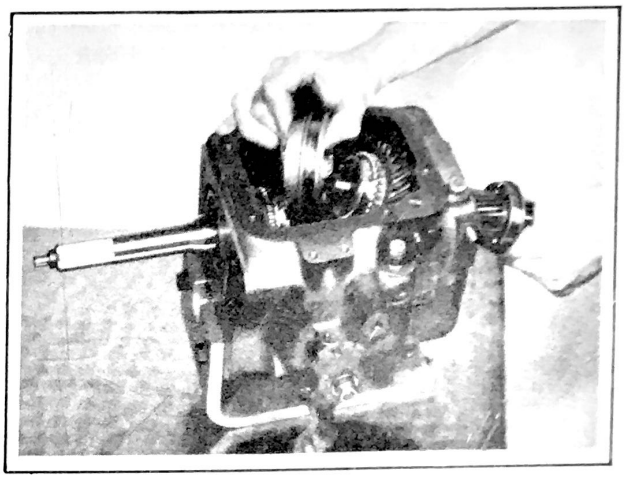

Figure 244 - Installing Synchronizer Unit With Tapered Side of Sleeve Toward Front
64. Install synchronizer unit, assembled in steps 61-62-63, on main shaft with the tapered side of the shift sleeve (24) toward the front of the main shaft or transmission. (Fig. 244).